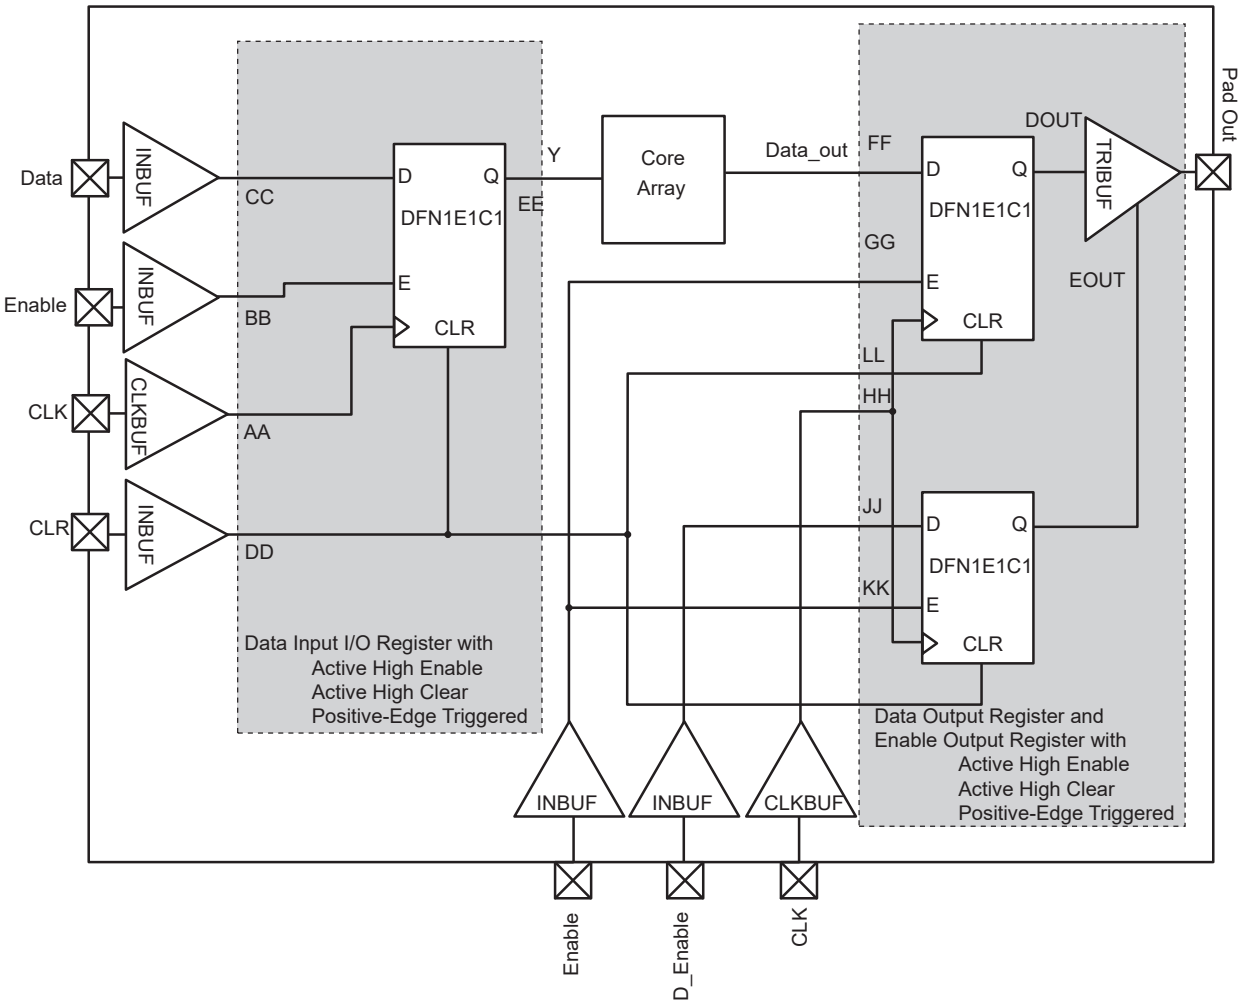

Figure 2-15 • **Timing Model of the Registered I/O Buffers with Synchronous Enable and Asynchronous Clear**
* *See Figure 2-15 on page 2-46 for more information.*